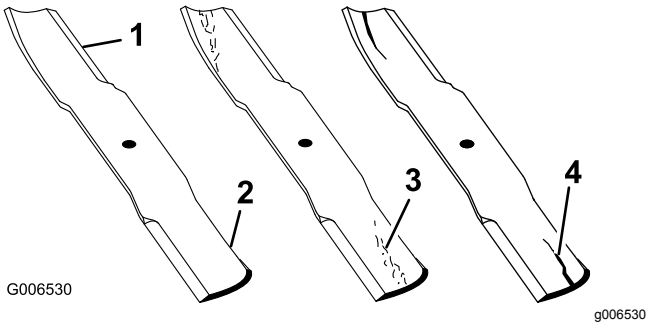

Figur 70
2. Kontrollera eggarna (Figur 70).
4. Kontrollera knivarna, speciellt den böjda delen (Figur 70).
5. Montera omedelbart en ny kniv om du upptäcker skador, slitage eller spårbildning i detta område (Figur 70).